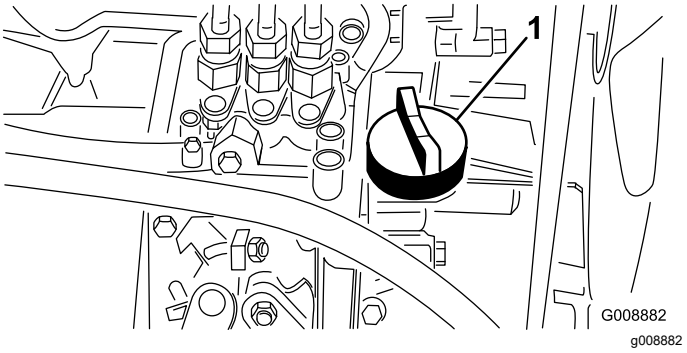

Figur 28
4. Hvis oliestanden er lav, skal du fjerne oliepåfyldningsdækslet (Figur 28) og gradvist fylde små mængder olie på og ofte kontrollere oliestanden, indtil den når FULL-mærket på målepinden.